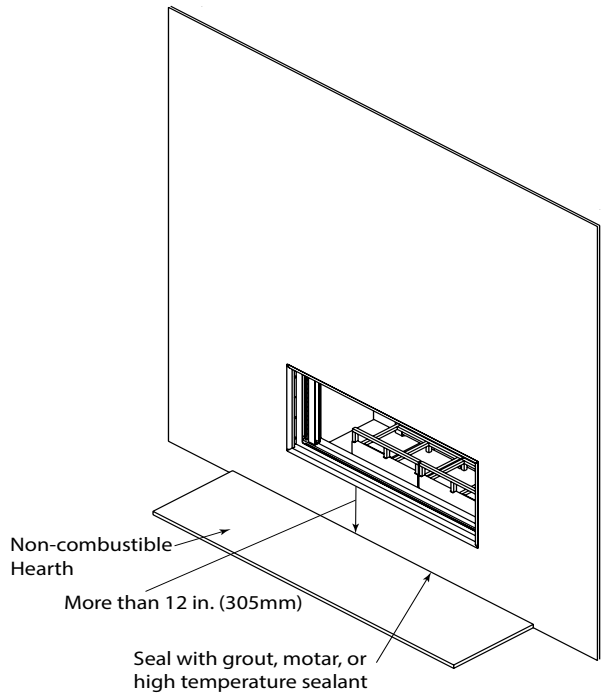

Figure 7.3
- The hearth extension construction may consist of using one or more sources of material as long as the R value is attained. See Table 7.2 and Figure 7.3.